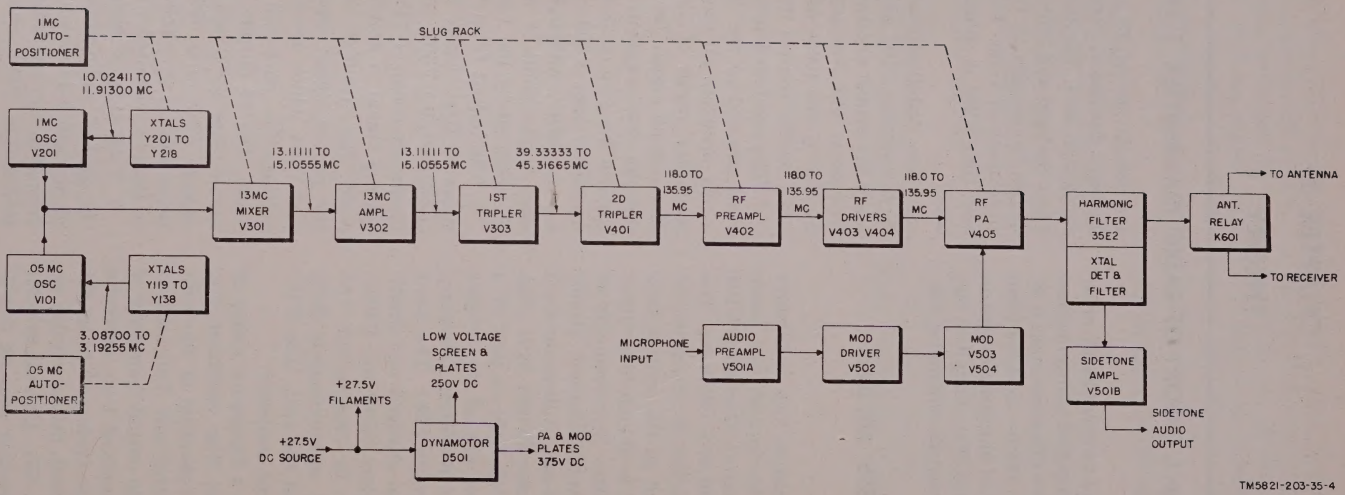

Figure 3. Radio Transmitter T–595/AR, block diagram.
15. Radio Transmitter T–595/AR, Block Diagram (fig. 3)